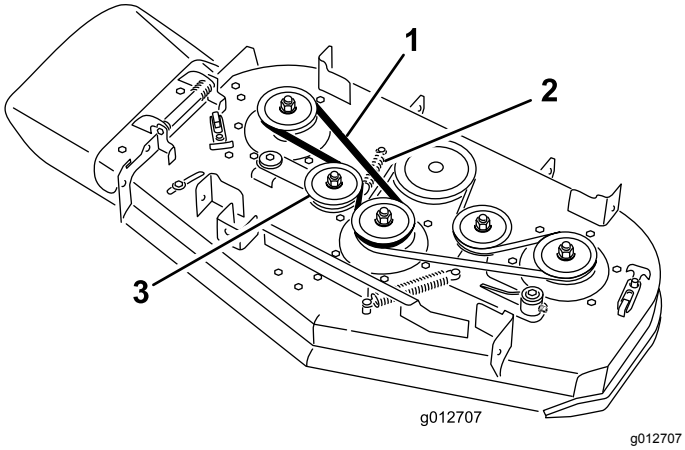

Figur 65
4. Ta bort fjädern från förankringen på mellanremskivans arm (Figur 65).
5. Ta bort den utslitna klipparremmen (Figur 65).
6. Montera den nya klipparremmen runt remskivorna och mellanremskivan (Figur 65).
7. Montera fjädern på förankringen på mellanremskivans arm (Figur 65).